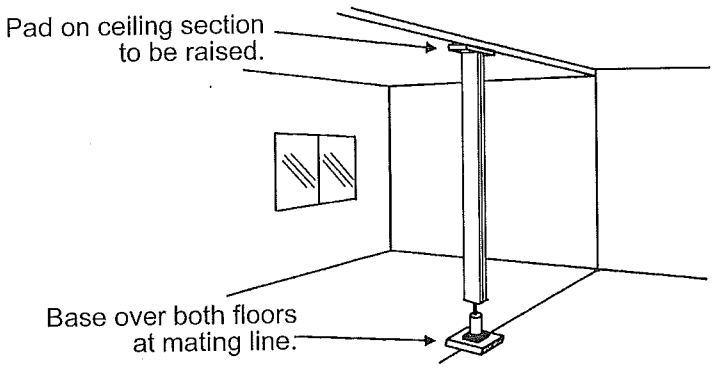

FIG. 5-8
7. Prior to interconnecting the ridge beam halves, examine the ridge beam ends. Should there be a slight misalignment, it can be eliminated by placing a jack under the low side of main beam on one half and use the jack to raise the beam. The alignment can be held by properly bolting or lag screwing the beam halves together. See Fig. 5-8.